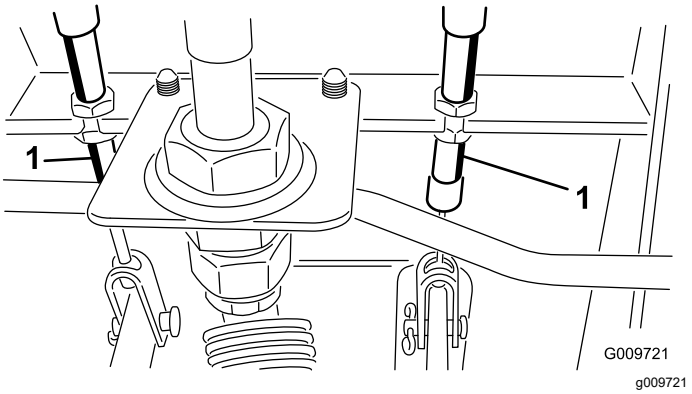

Figuur 76
A. Draai de voorste moer op het draadeinde van de remkabel los (Figuur 76).